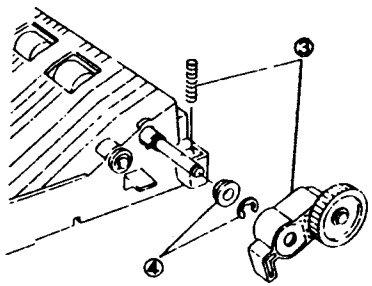

Рис. 3 NZM-0032
③. (Рис. 3): Снимите одноходовую муфту и шестерню (одновременно снимается пружина).
④. Снимите E-клипсу и подшипник.